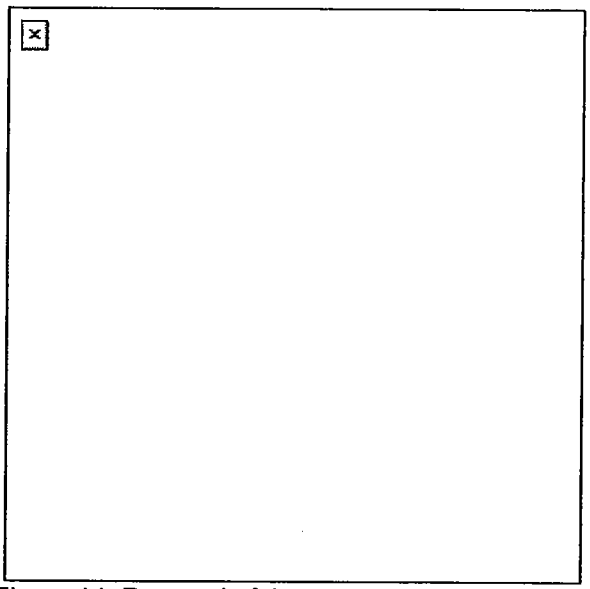

Figure 14. Removal of the receiver sear assembly.
(1) Rotate the charger handle up.
(2) Using either your fingers or a spent case, pry out on the lip of the lock plunger.
(3) Lift up on the lock plunger to retract it; slide the charger assembly all the way to the rear.
(4) Pull the charger assembly away from the receiver.
k. Remove the receiver sear assembly (Figure 14).
(1) Apply solvent to a rag or brush. Wipe or brush dirt away from all parts, especially the interior of the receiver housing, receiver rails, and feeder.
(2) Swab out the bore and chamber, using a bore brush and RBC.
(3) Wipe all parts dry.
b. Clean the receiver sear assembly (Figure 14).
(1) Use only cleaning solvent on a rag or brush.
(2) Wipe or brush away dirt.
(3) Wipe dry.